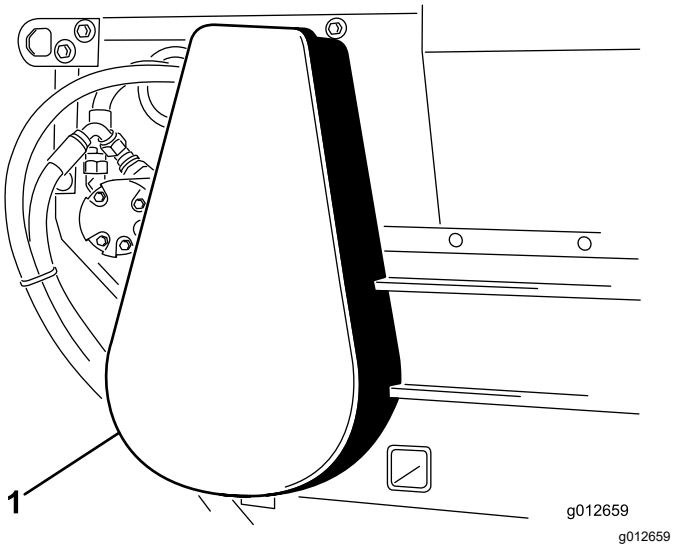

Figuur 39
3. Plaats het kettingdeksel (Figuur 39).